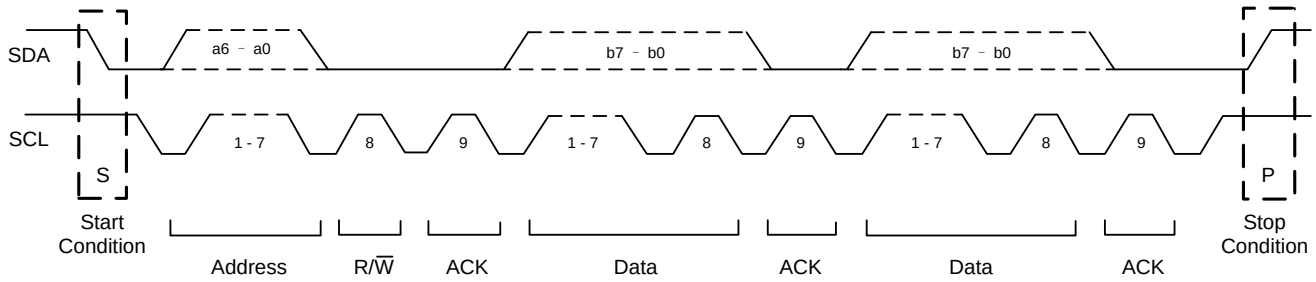

Figure 10: Data Transfer over PMBus
The start (S) and stop (P) conditions are signaled by the master device, which signifies the beginning and end of the PMBus transfer. A start condition is defined as the SDA signal transitioning from high to low while the SCL is high. A stop condition is defined as the SDA signal transitioning from low to high while the SCL is high (see Figure 10).
"A" represents the acknowledge (ACK) bit. The ACK bit is active low (logic 0) if the transmitted byte is received successfully by a device. However, when the receiving device is the bus master, the acknowledge bit for the last byte read is logic 1, indicated by $\overline{A}$ (see Figure 10).